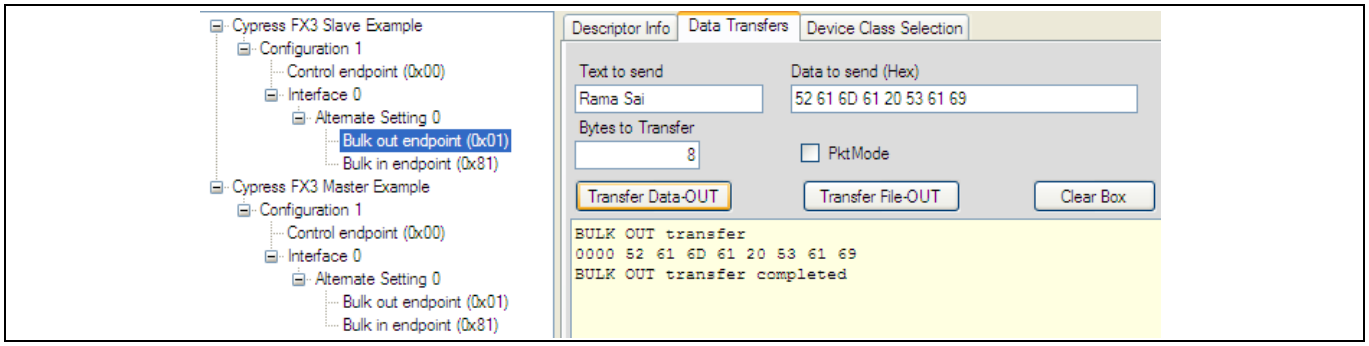
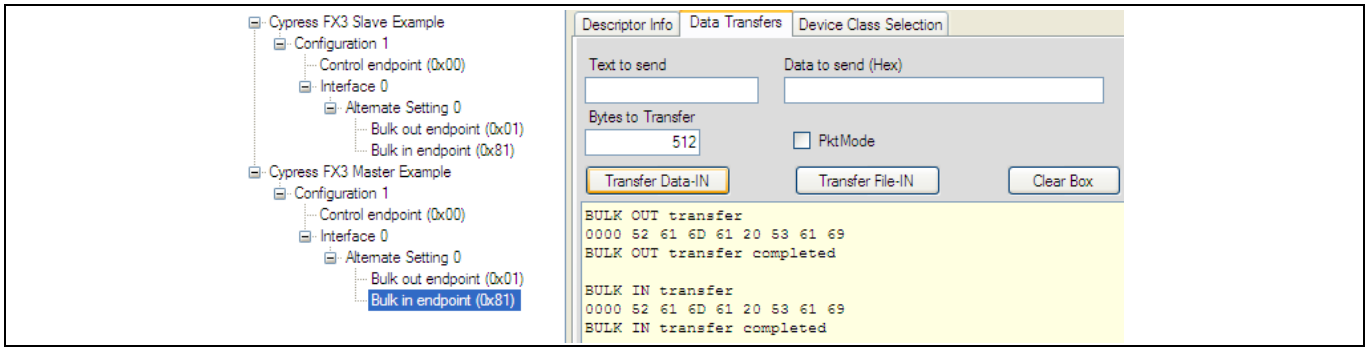

Figure 33　传输一个短数据包到主设备 FX3 的 Bulk OUT 端点
Figure 34　读取从设备 FX3 的 Bulk IN 端点上的短数据包
7. **Figure 33** 显示的是传输 8 个字节到主设备 FX3 的 Bulk OUT 端点。**Figure 34** 显示的是读取从设备 FX3 的 Bulk IN 端点上的数据。